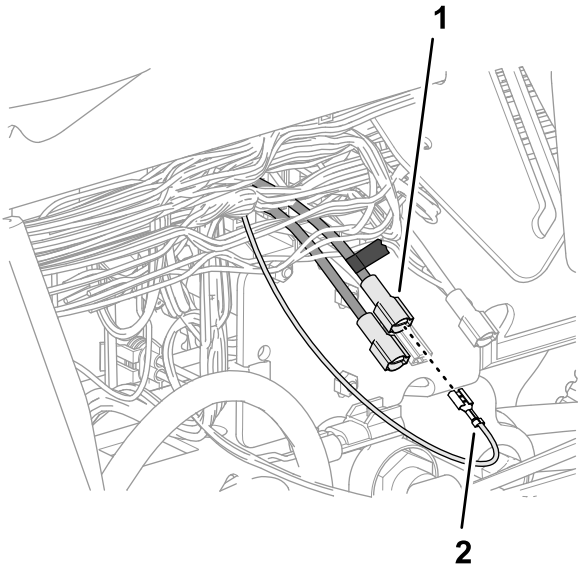

Figur 190
5. Tilslut stikket med flade stikben, du markerede i trin 4, til sokkelstikket på enden af den lyserøde ledning (51 mm) på sættets ledningsnet (Figur 190).